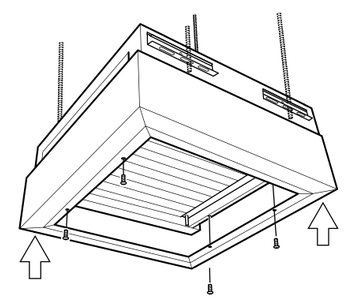

FIGURE 20. Screw placement for additional casing
2) Fit the additional casing over the edges of the LYRA II IQCC and screw (4 screws) into place. See **FIGURES 20** and **21**.